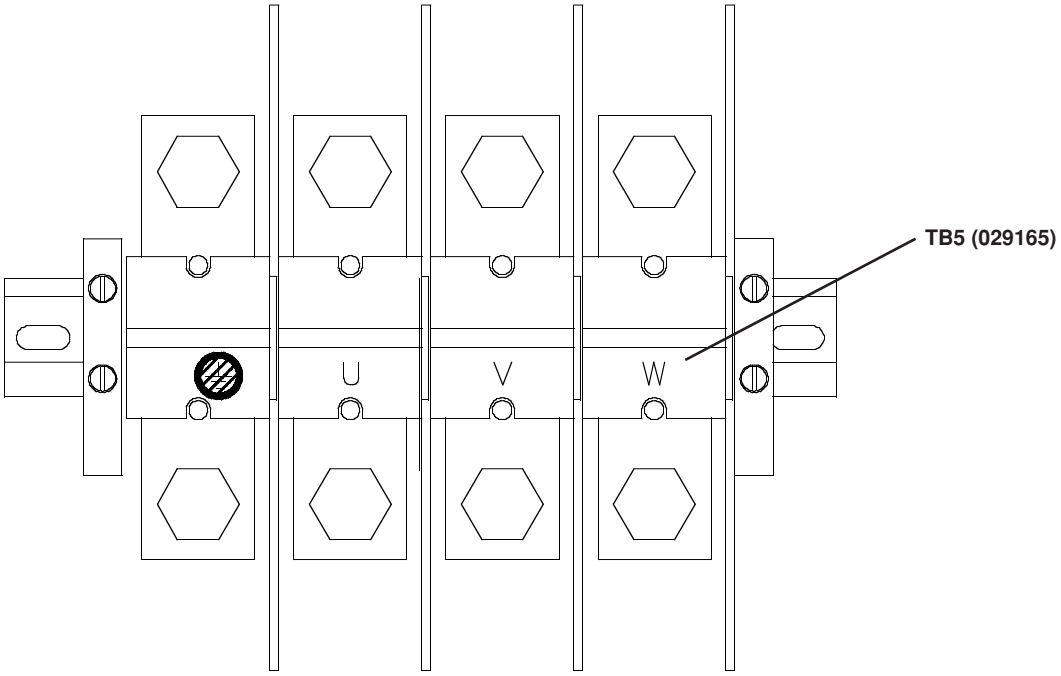

Abbildung d-3 Netzkabelanschlüsse an TB5
5. Erdungsleitung an den Anschluß, mit dem Erdungssymbol markiert ist, auf TB5 anschließen (siehe Abb. d-3).